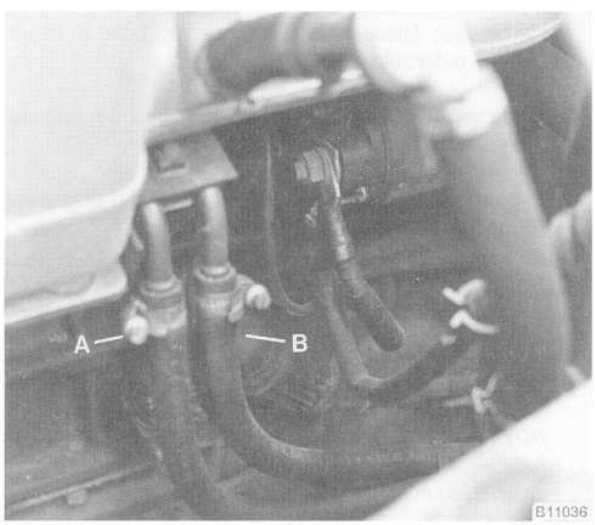

Fig. 28. Fuel return line (**A**) and fuel supply line (**B**).
19. Label and then remove the fuel supply line and the fuel return line. See Fig. 28.